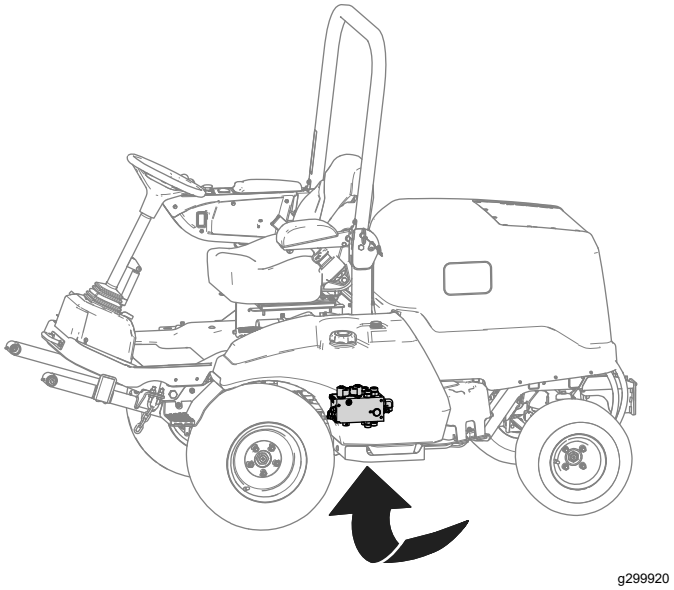

Bild 9
A. Stellen Sie eine Auffangwanne unter den Hydraulikverteiler (in Bild 9 dargestellt).